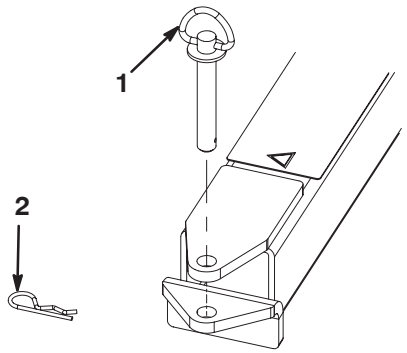

Figure 8
4. Accouplez la flèche d'attelage de la balayeuse au dispositif d'attelage du véhicule tracteur à l'aide de la goupille d'attelage et d'une goupille fendue (Fig. 8).